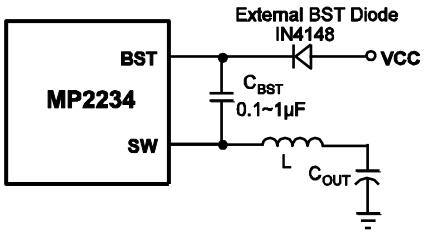

Figure 8: Optional External Bootstrap Diode to Enhance Efficiency
In these cases, add an external BST diode from the VCC pin to BST pin, as shown in Figure 8.
8) The recommended layout is based on the Figure 8 Typical Application circuit on the next page.